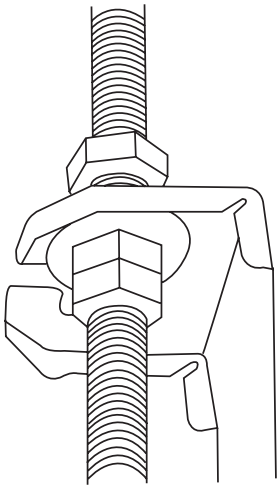

Abb. 4.8
8. Bei der Montage der Inneneinheit werden mindestens zwei Personen benötigt, um diese zu heben und zu befestigen. Führen Sie die Aufhängebolzen in die Befestigungslöcher des Geräts ein. Mit den mitgelieferten Unterlegscheiben und Mutterschrauben befestigen. (Siehe Abb. 4.8).